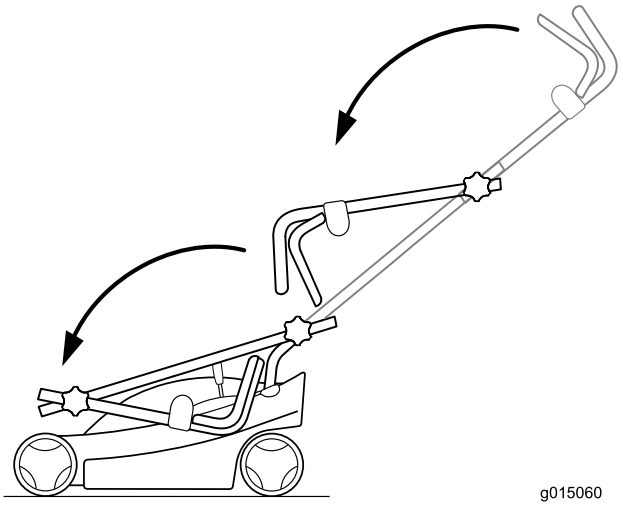
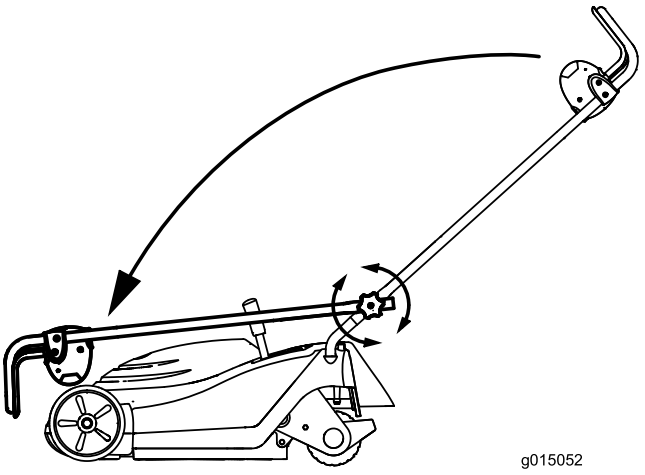

Figura 20
Figura 21
3. Chiudete la stegola come mostrato in Figura 20 e Figura 21, a seconda del modello del vostro tosaerba.